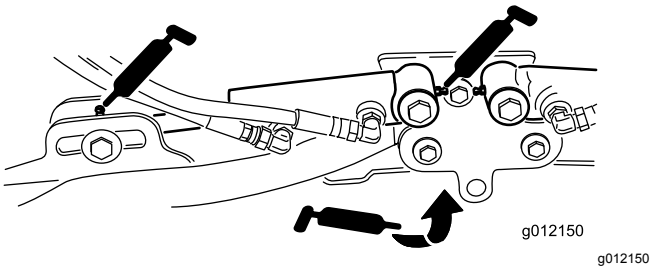

Figure 44
- Vérins des bras de relevage des plateaux de coupe (x 2) (Figure 44)
- Pivots des bras de relevage (x 1) (Figure 44)